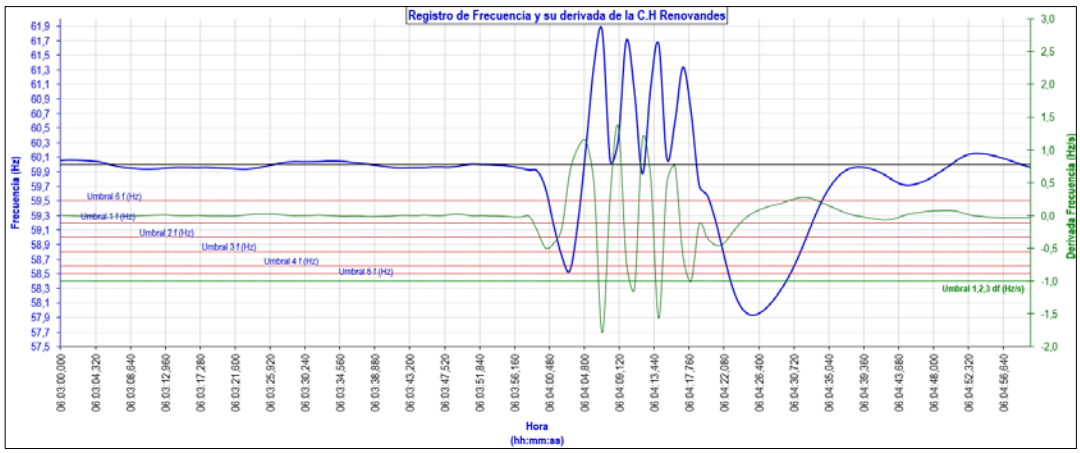

Figura 7. Registro de frecuencia y su derivada de la C.H Renovandes (Fuente: EGE SANTA ANA)
6.10 De acuerdo con las Figura 5, Figura 7 y la Tabla 2, se concluye que se presentaron condiciones para la activación de la Primera (1°), Segunda (2°), Tercera (3°), Cuarta (4) y Quinta (5°) Etapa del ERACMF por umbral de frecuencia. Asimismo, no se presentaron condiciones para activar las otras etapas del ERACMF por derivada de frecuencia.